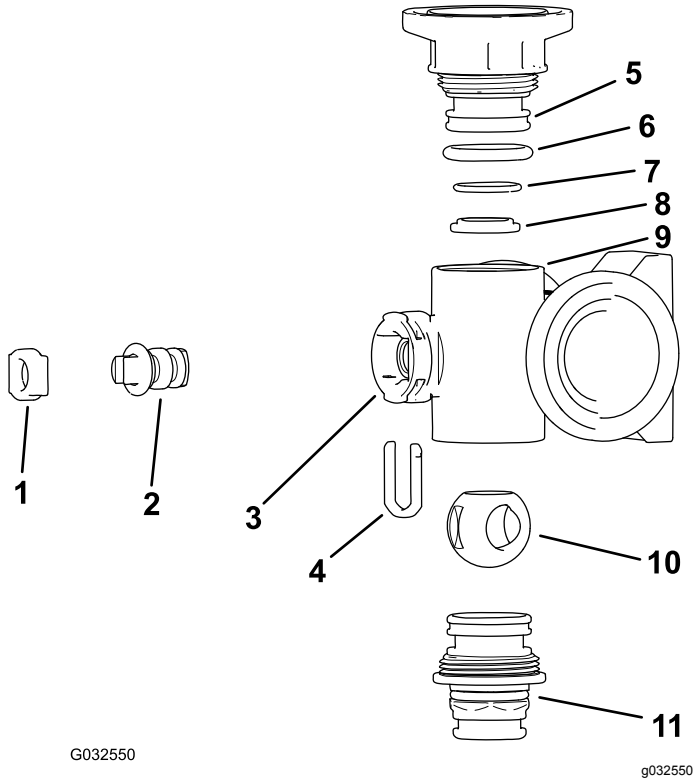
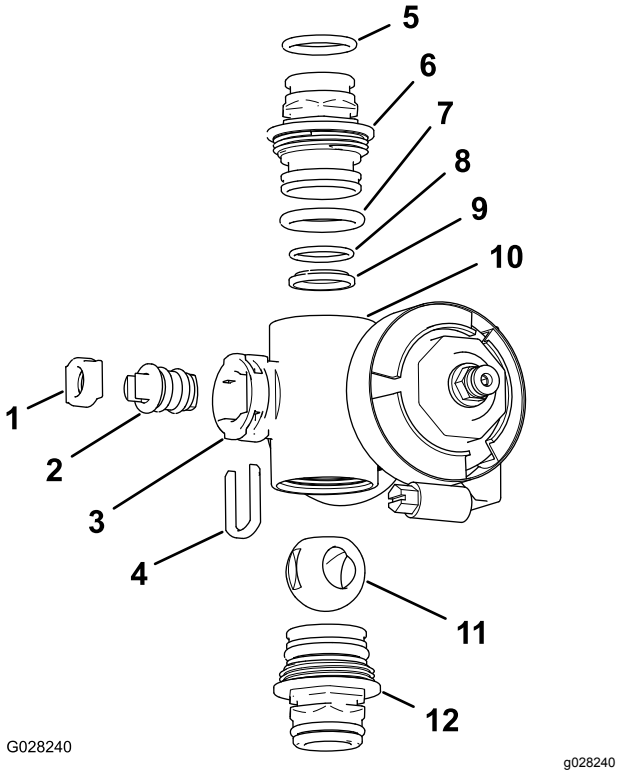

Figuur 112
Figuur 113
2. Verwijder de 2 dopaansluitingen van de uiteinden van de verdelerbehuizing (Figuur 112 en Figuur 113).
4. Verwijder de houder van de afsluiter uit de openingen in de ventielopening van de verdeler (Figuur 112 en Figuur 113).
5. Neem de houder van de afsluiter en de zitting van de afsluiter uit de verdeler (Figuur 112 en Figuur 113).
6. Neem de ventieleenheid uit de verdelerbehuizing (Figuur 112 en Figuur 113).
1. Controleer de staat van de O-ringen van de uitgaande fitting (alleen spuitboomklepverdeler), de O-ringen van de dopafdichting, de O-ringen van de achterzitting en de kogelzitting op schade of slijtage (Figuur 112 en Figuur 113).
2. Breng smeersel aan op de afsluiter en steek deze in de zitting van de afsluiter (Figuur 112 en Figuur 113).
3. Monteer de afsluiter en de zitting in de verdeler en bevestig de afsluiter en de zitting met de houder van de afsluiter (Figuur 112 en Figuur 113).
4. Zorg dat de O-ring van de achterzitting en de kogelzitting uitgelijnd zijn en op hun plaats zitten in de dopaansluiting (Figuur 112 en Figuur 113).
5. Breng de dopaansluiting aan op de verdelerbehuizing tot de flens van de dopaansluiting contact maakt met de verdelerbehuizing (Figuur 112 en Figuur 113). Draai vervolgens de dopaansluiting nog ⅛ tot ¼ slag.